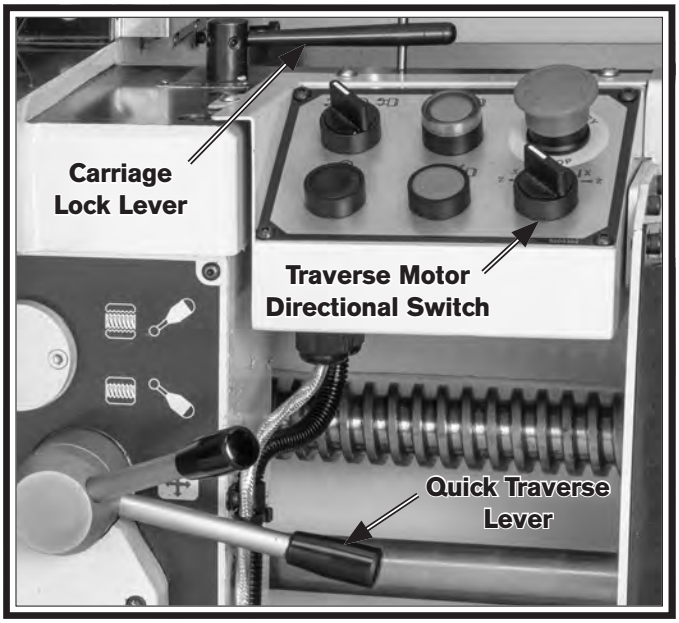

Figure 43. Quick traverse controls.
This lathe is equipped with an electric quick traverse motor for returning or repositioning the carriage or cross slide. By first unlocking the carriage and half nut, and selecting longitudinal or cross feed with the feed selector knob; the quick traverse operation is engaged by holding the traverse motor lever (see **Figure 43**) up or down from its spring-loaded neutral position.
2. Unlock Carriage Lock lever (see **Figure 43**).
7. Hold quick traverse lever (see **Figure 43**) in its up position for motorized travel.
5. Hold quick traverse lever (see **Figure 43**) in its up position for motorized travel.